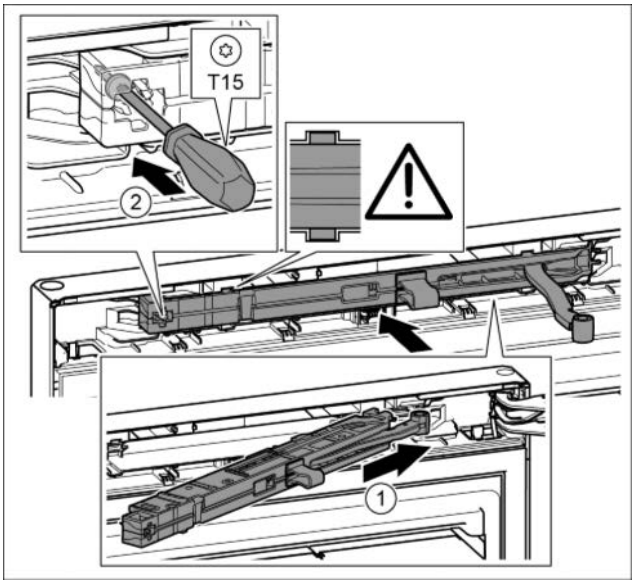

Fig. 46
▶ Вставить узел амортизатора со стороны опорного кронштейна в выемку до упора под наклоном. *Fig. 46 (1)*
▶ Затянуть винт отверткой T15. *Fig. 46 (2)*